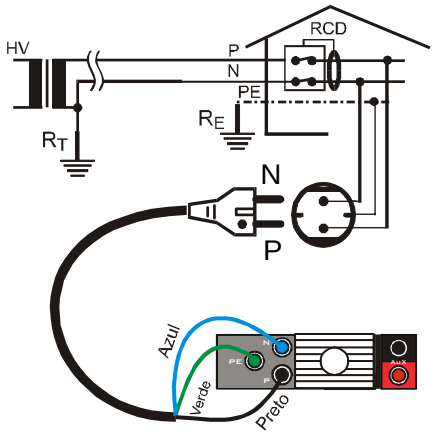
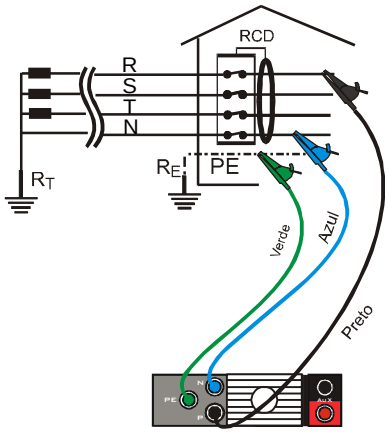
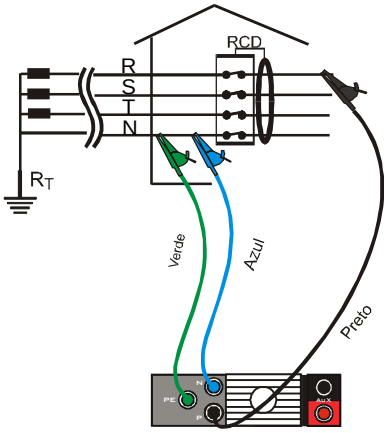
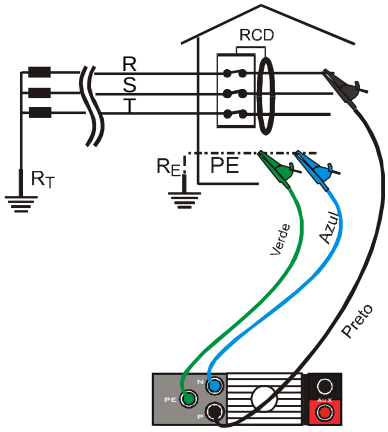

Fig. 20: Ligação do instrumento para verificar os Diferenciais Monofásicos ou Bifásicos 220V
Fig. 21: Ligação do instrumento para verificar os Diferenciais Trifásicos 380V + N + PE
Fig. 22: Ligação do instrumento para verificar os Diferenciais Trifásicos 380V + N (não PE)
Fig. 23: Ligação do instrumento para verificar os Diferenciais Trifásicos 380V + PE (não N)
6. Mover o instrumento para a esquerda e inserir os três conectores Amarelo-Verde, Azul e Preto do cabo C2033 ou dos cabos do KIT5004F nos terminais correspondentes do instrumento (ver todas as ligações possíveis nas Fig. 20, Fig. 21, Fig. 22, Fig. 23). Se for utilizado o KIT 5004F, inserir nas extremidades dos cabos os crocodilos do conjunto SET COC3.
7. Inserir a ficha shuko do cabo C2033 na tomada 220V 50/60Hz ou os crocodilos nos terminais da protecção do diferencial do sistema trifásico (ver Fig. 20, Fig. 21, Fig. 22, Fig. 23). Na ficha existe uma marca que indica qual o terminal que se deve ligar ao condutor de fase.
- Valor da Resistência de Terra (R_E+ R_T) expressa em Ω (ver Fig. 20, Fig. 21 e Fig. 23).